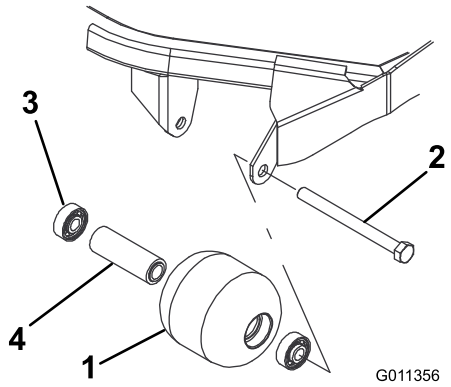

Figur 68
1. Fjern rullens festebolt (Figur 68).
4. Undersøk valsehus, lagre og avstandsstykke for lager for skader (Figur 68).
1. Trykk det første lageret inn i valsehuset (Figur 68). Trykk enten på kun ytre kulesete eller både indre og ytre kulesete.
2. Sett inn mellomstykket (Figur 68).
3. Trykk det andre lageret inn i valsehuset (Figur 68) ved å trykke like mye på indre og ytre kulesete til indre kuleseter kommer i kontakt med avstandsstykket.